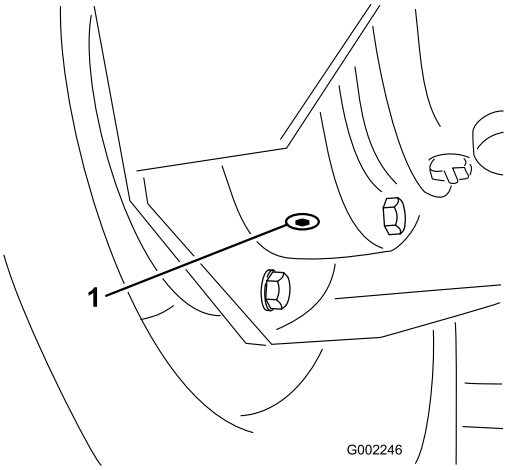

Figur 49
4. Anbring en bakke under den inderste aftapningsprop, og fjern den (Figur 49).